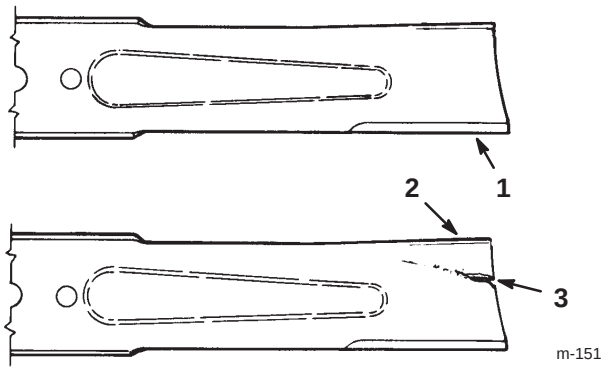

Figure 28
1. Inspectez les tranchants des lames (Fig. 28). Si elle n'est pas tranchante ou si elle présente des indentations, déposez et aiguisez la lame (voir Aiguisage des lames, page 30).
2. Inspectez la lame, surtout la partie incurvée (Fig. 28). Remplacez immédiatement toute lame endommagée, usée ou qui présente une entaille (Fig. 28).